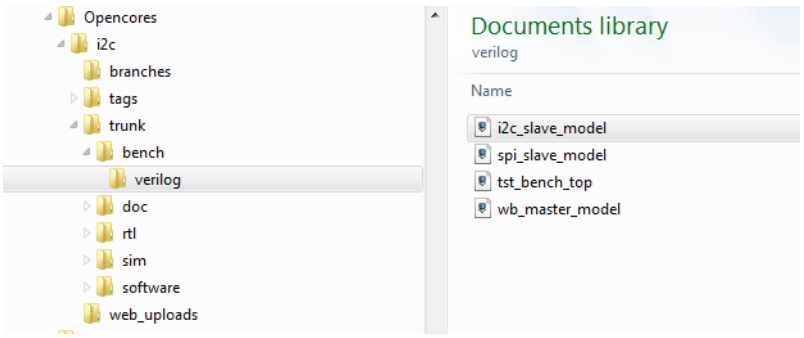

Figure 4-9 *Test bench files*
2. Navigate to the *i2c/trunk/bench/verilog* directory of your I2C core and select all the files except the *spi_slave_model* file (I'm not sure why this file is here; it is not used and it also has RTL errors), then click Open (Figure 4-9).